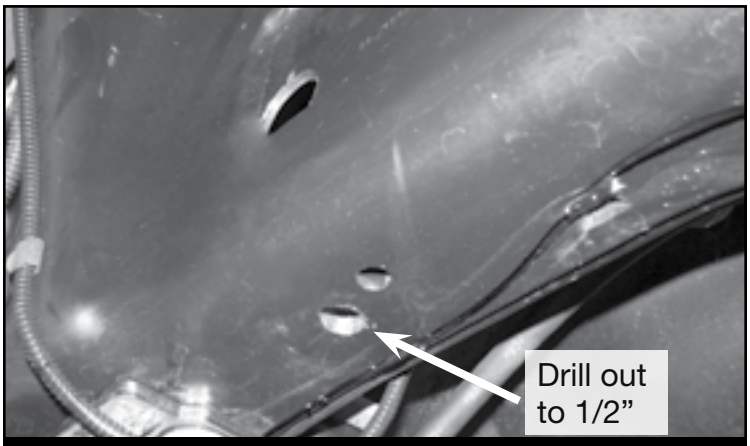

*FIGURE 11 - STEP 15*
15. Drill out the factory bump stop mount hole to 1/2”. **SEE FIGURE 11**